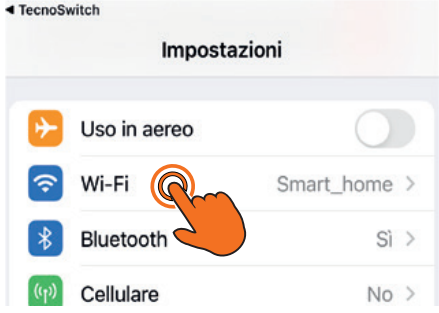
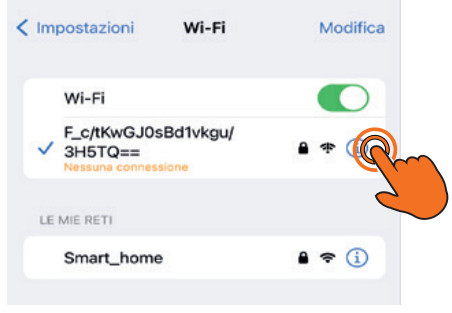

Fig.60B
Fig.60C
- **iOS**: aperte le impostazioni di sistema, selezionare "**Wi-Fi**" (Fig.60B), selezionare la rete Wi-Fi del cronotermostato indicata dal suo pairing code, connettersi inserendo la password "**tecnoswitch**" (Fig.60C),consentire il collegamento alla rete e tornare all'app per completare l'associazione.